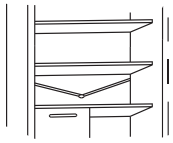

Fig.12
• Mantenha o tubo de drenagem (fig.12) limpo no compartimento do frigorífico, deve mantê-lo livre de água ou sujidade.